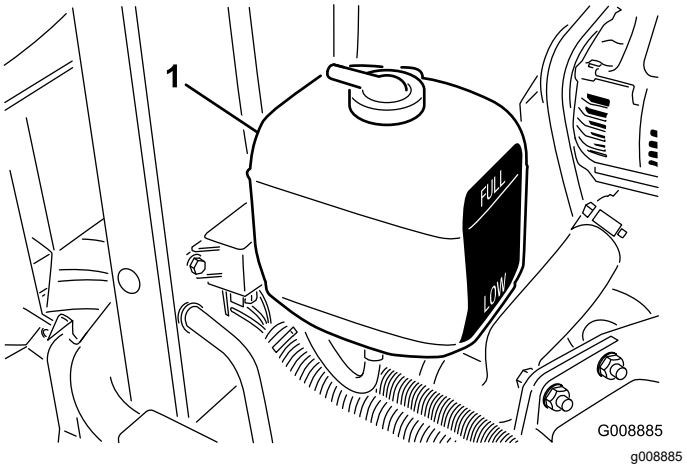

Figuur 28
1. Controleer het koelvloeistofpeil in de expansietank (Figuur 28). Als de motor koud is, behoort het koelvloeistofpeil ongeveer halverwege tussen de markeringen op de zijkant van de tank te staan.